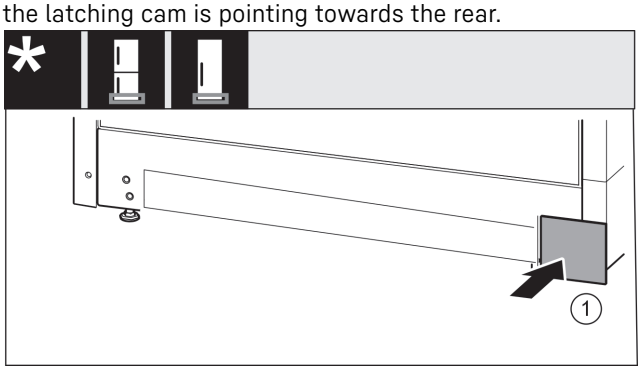

Fig. 21
▶ Re-attach the cover *Fig. 21 (1)* to the other side.